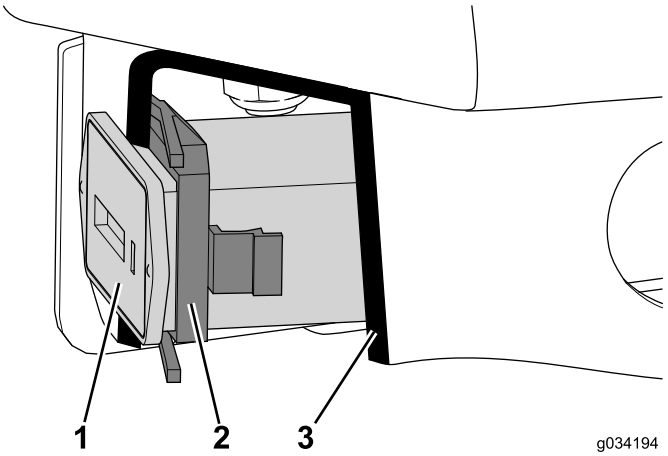

Rysunek 12
3. Zdemontuj element ustalający mocujący licznik motogodzin do zespołu konsoli, jeżeli maszyna jest w niego wyposażona (Rysunek 12).